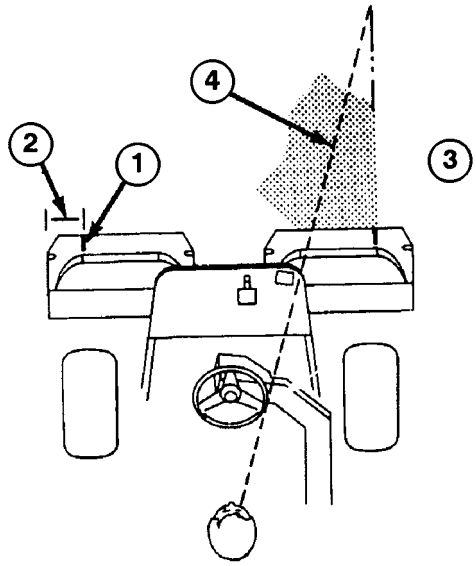

Afbeelding 16
2. Maak een lijn met behulp van een stuk witte plakband of verf op beide grasmanden, waardoor de buitenkant van beide grasmanden met elkaar uitgelijnd worden (Afb. 16).